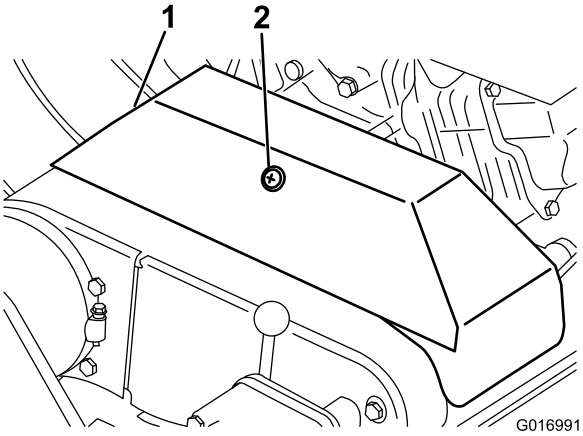

Rysunek 32
3. Poluzuj element ustalający mocujący pokrywę paska klinowego i otwórz pokrywę poprzez jej obrócenie (Rysunek 32).